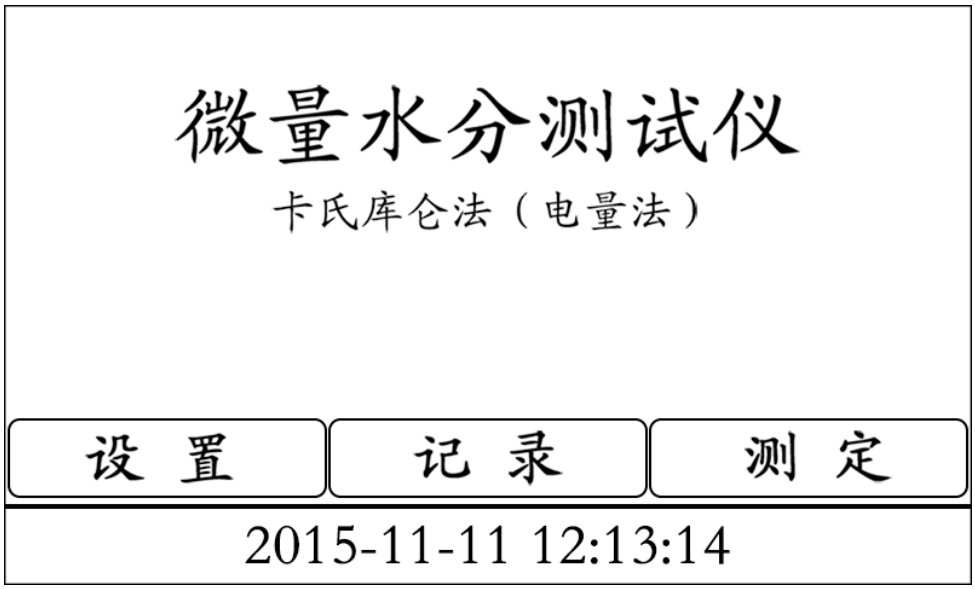

图 4
1.1. 将主机后面板上的电源插座，插入交流 220V 电源，按下电源开关。主机电源接通，液晶屏亮显示主界面（图 4）：